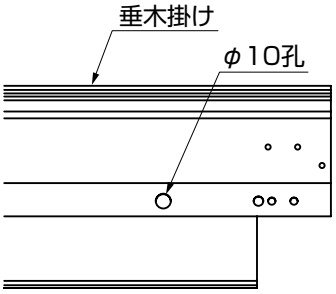

図4-3　LED照明 オプション を取付ける場合
- ●LED照明 オプション を取付ける場合は、「3 本体の施工 2.基本仕様の配線工事 オプション (1) 上部から配線する場合」または、「3 本体の施工 3.腰壁仕様の配線工事 オプション (1) 上部から配線する場合」を参照して電源ケーブルを通す位置の垂木掛けにφ10の孔をあけ、躯体内に配線してください。(図4-3参照)